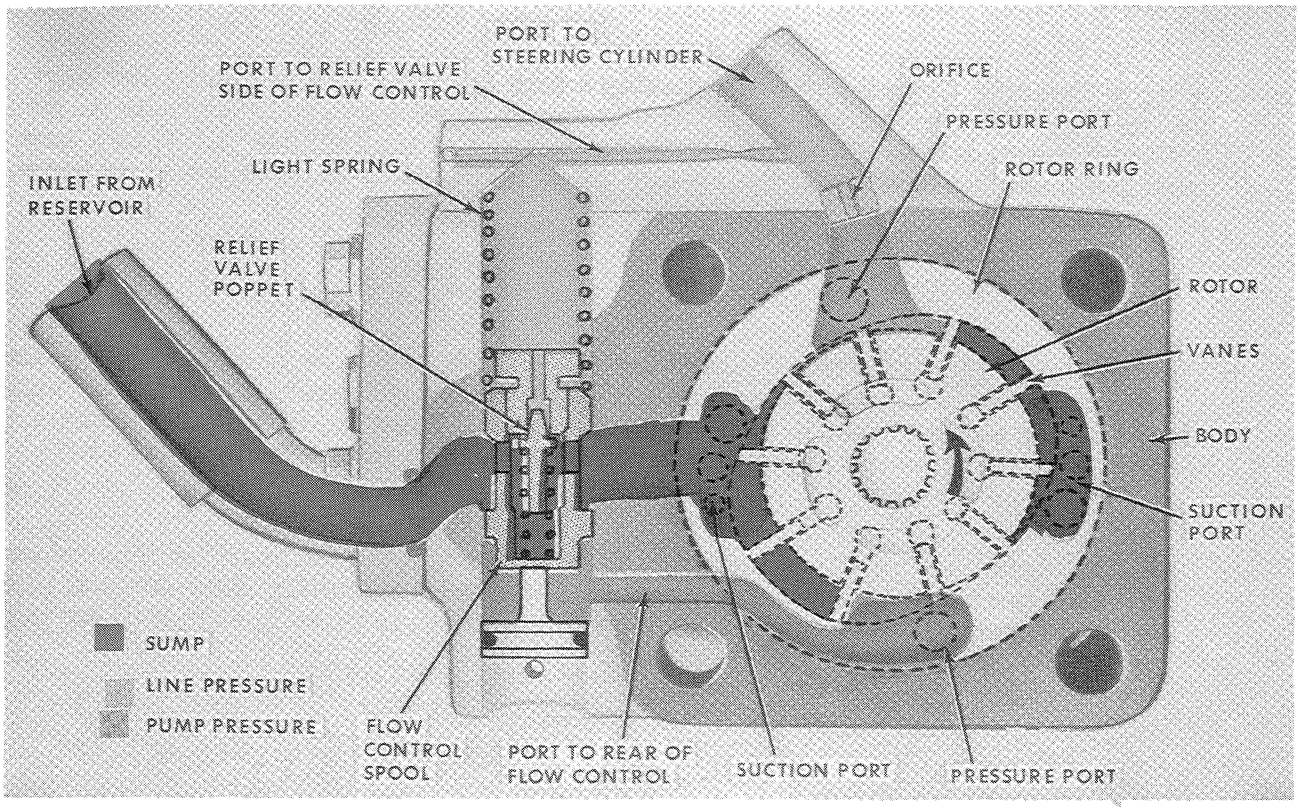

Figure PP-3
1. Figure PP-3, illustrates the oil flow at low (idle) pump speed. The fluid is drawn in by the rotor vanes at the suction port and delivered to the pressure port. From the pressure port the fluid is then directed to the following:
b. Port to Relief Valve Side of Flow Control Spool - this port branches off from the steering cylinder port, Figure PP-3. At low pump speed the only pressure in this port is from the normal line restrictions to the steering cylinder - This pressure plus a light spring hold the flow control spool closed causing entire pump delivery to flow to and thru the steering control valve and back to the reservoir.